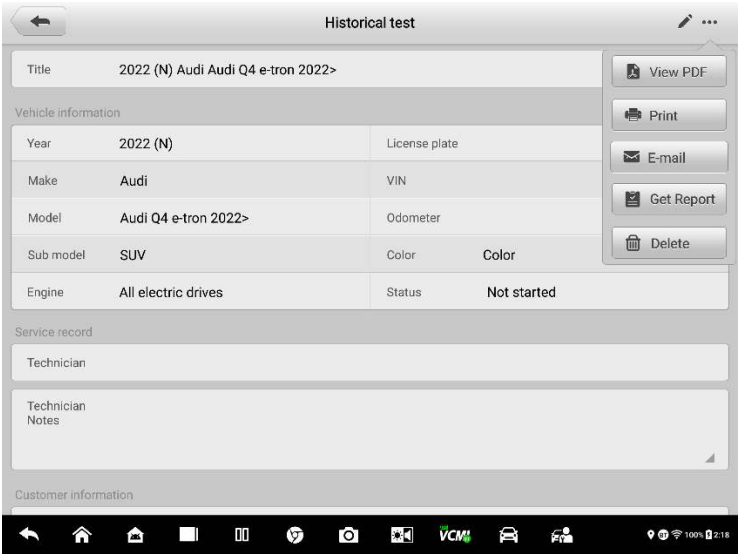

Figure 4-37 ***Historical Test Screen***
1. Tap **Get Report** to save the report on the Historical Test screen (*Figure 4-37*).